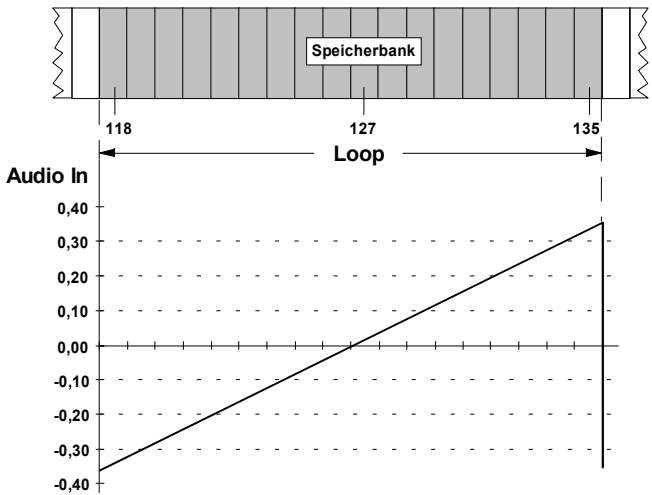

Abb. 4: Wave-Table-Oszillation
Durch Anlegen einer dynamischen Steuerspannung am Audio-/Wave-CV-Eingang ❶ (z.B. Sägezahnwelle eines LFO's, s. Abb. 4) "durchfahren" Sie ganze **Bereiche von Wave-Pages** (**Wave-Table-Prinzip**, s. auch Kap. 6. Anwendungsbeispiele).